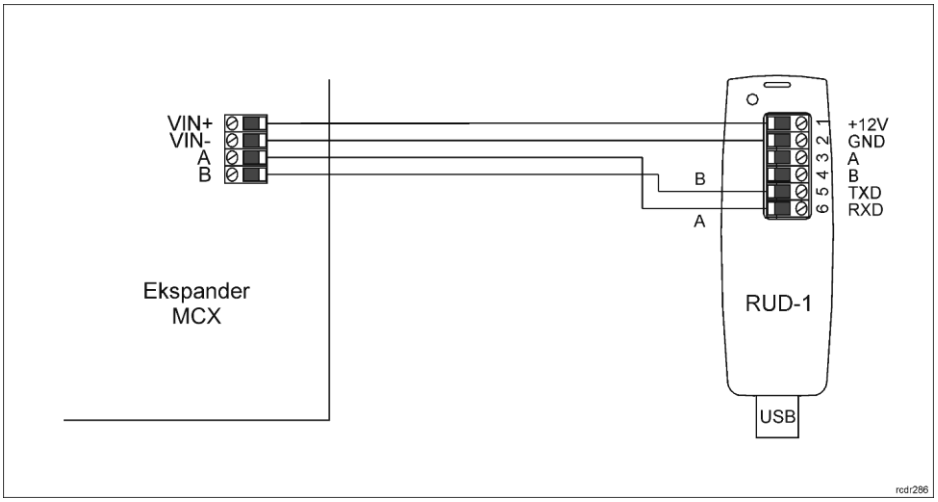

Rys. 8 Sposób podłączenia terminala do interfejsu RUD-1 (aktualizacja firmware)
1. Podłącz urządzenie do interfejsu RUD-1 zgodnie z rys. 8, a interfejs RUD-1 do portu USB komputera.